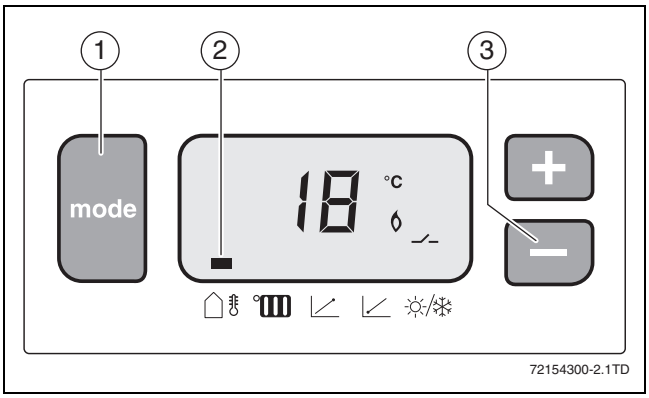

Fig. 2
2.3 Operation (→ fig. 2)
You can use the "mode" key (→ fig. 2, [1]) to select the various menu items ; a dash (→ fig. 2, [2]) in the display marks the symbol which corresponds with the relevant menu item.
When a menu item can be set, its value will flash. The value can then be changed using the “+”and “–” keys (→ fig. 2, [3]). The settings will be retained even in the event of a power cut. If the display is not operated for 10 seconds, the idle display (outdoor temperature) will be shown automatically. If a locking fault occurs, the display code will be shown (flashing).
3.3 Bedienung (→ Bild 2)
Mit der „Mode"-Taste (→ Bild 2, [1]) können die verschiedenen Menüpunkte durchlaufen werden, ein Strich (→ Bild 2, [2]) im Display gibt das Symbol an, das zu dem entsprechenden Menüpunkt gehört.
Wenn ein Menüpunkt eingestellt werden kann, wird der Wert blinkend angezeigt. Der Wert kann dann mit den „+"und „–" -Tasten (→ Bild 2, [3]) geändert werden. Bei einem Spannungsausfall bleiben die Einstellungen gespeichert. Wenn das Display 10 Sekunden lang nicht bedient wird, wird das Ruhedisplay (Außentemperatur) automatisch angezeigt. Wenn eine verriegelnde Störung vorliegt, wird der Displaycode angezeigt (blinkend).